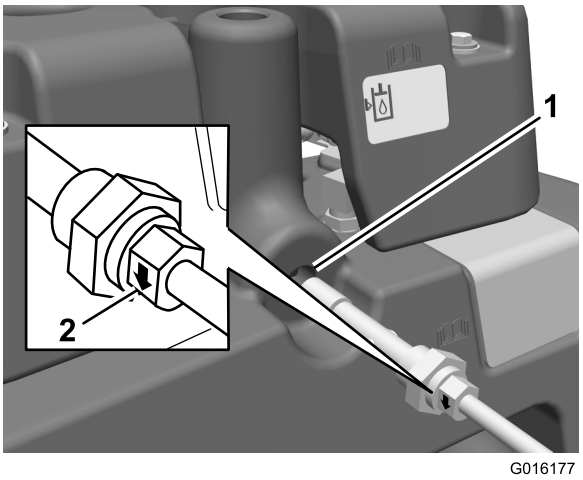

Figuur 7
27. Verwijder de plug van de hydraulische hoofdtank en monteer de oliepeilsensor van het hydraulische systeem (Figuur 7).
Opmerking: Zorg ervoor dat de pijlen op de zijkanten van de moer waarmee de oliepeilsensor bevestigd is naar beneden wijzen (Figuur 7).